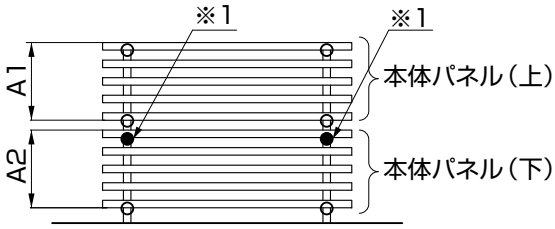

図3-3
③ブラケットBを柱のH2寸法の高さに取付けて、【4-2】で仮止めしてください。（図3-3、表3-1参照）